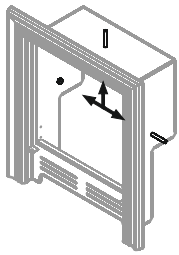

Рисунок 5. Установка топливного канала
2. Установить топливный канал в проем со стороны предбанника. Топливный канал закрепляется изнутри тремя анкерными болтами с гайкой М8×40 к стене (см. рисунок 5).